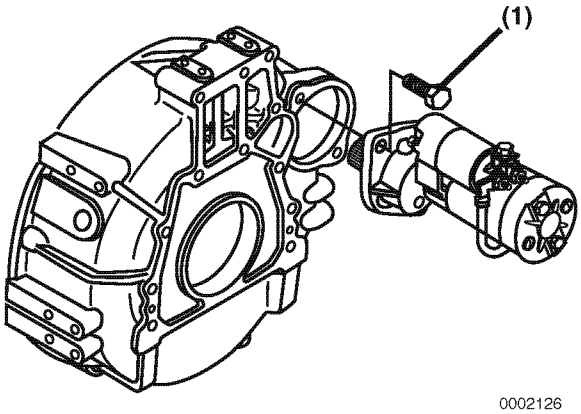

Figure 11-36
2. Reinstall the starter mounting bolts **(Figure 11-36, (1))**. Tighten the bolts to specification. *See Tightening Torques for Standard Bolts and Nuts on page 4-46.*